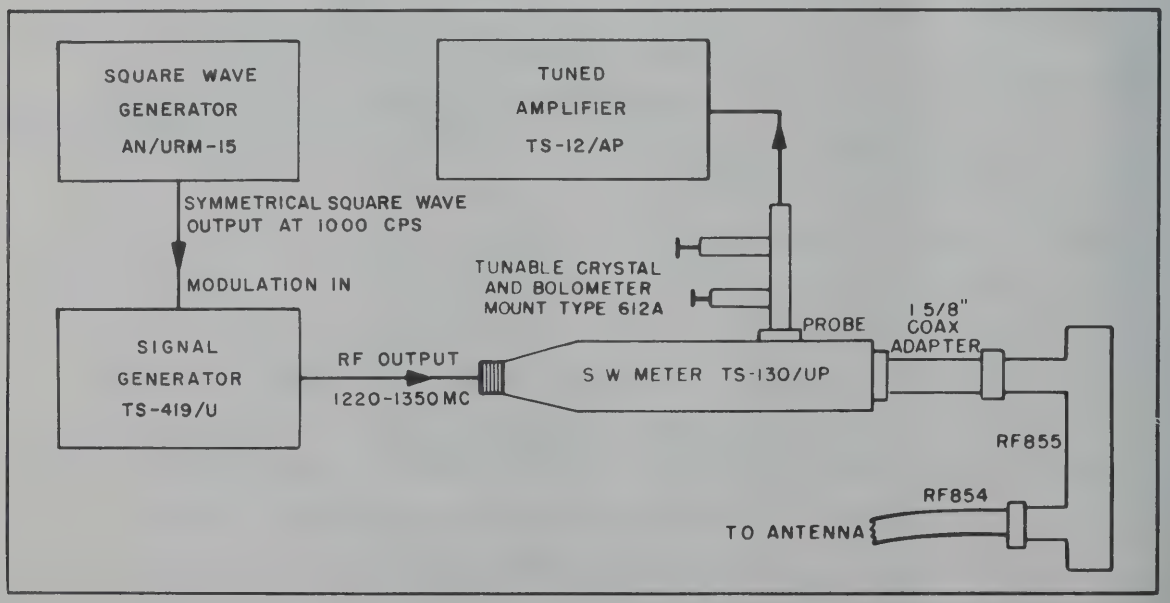

Figure 7—72. Test Equipment Arrangement for Measuring VSWR
2. Connect a variac (type V-20M) to J420. (See figure 7—69 for wiring diagram.)